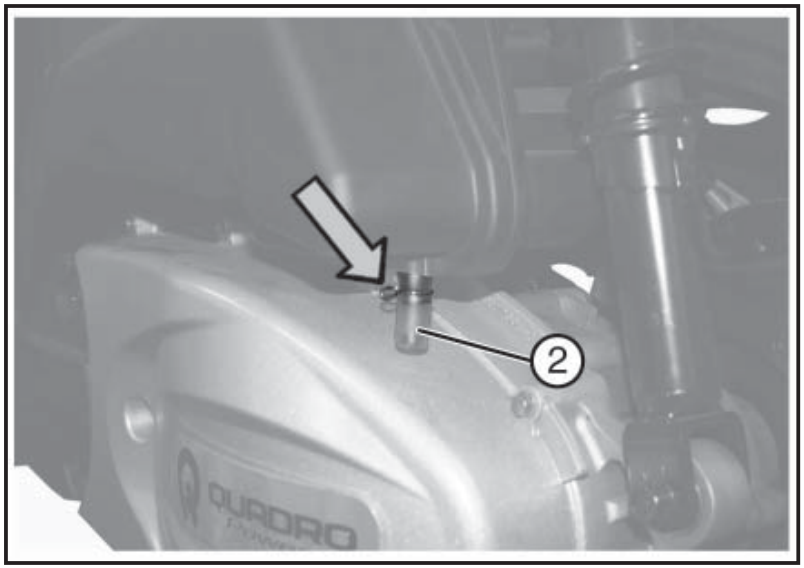

Fig. 02 QSI0048
6.7 RECUPERACIÓN DE VAPORES DE ACEITE (Fig. 02)